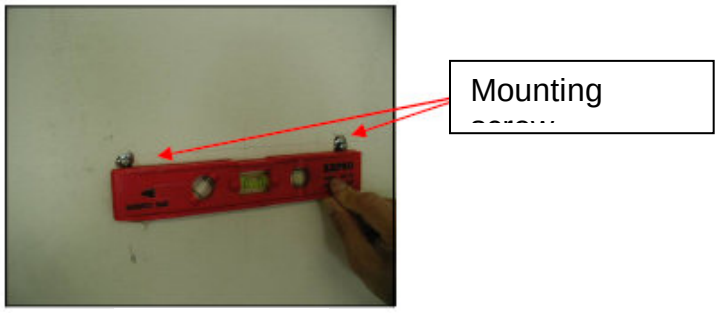

Figura 5
2) Coloque dos tornillos de montaje (no proporcionados) en la pared, dejando un espacio de 1/8" desde la pared. Consulte la Figura 5.